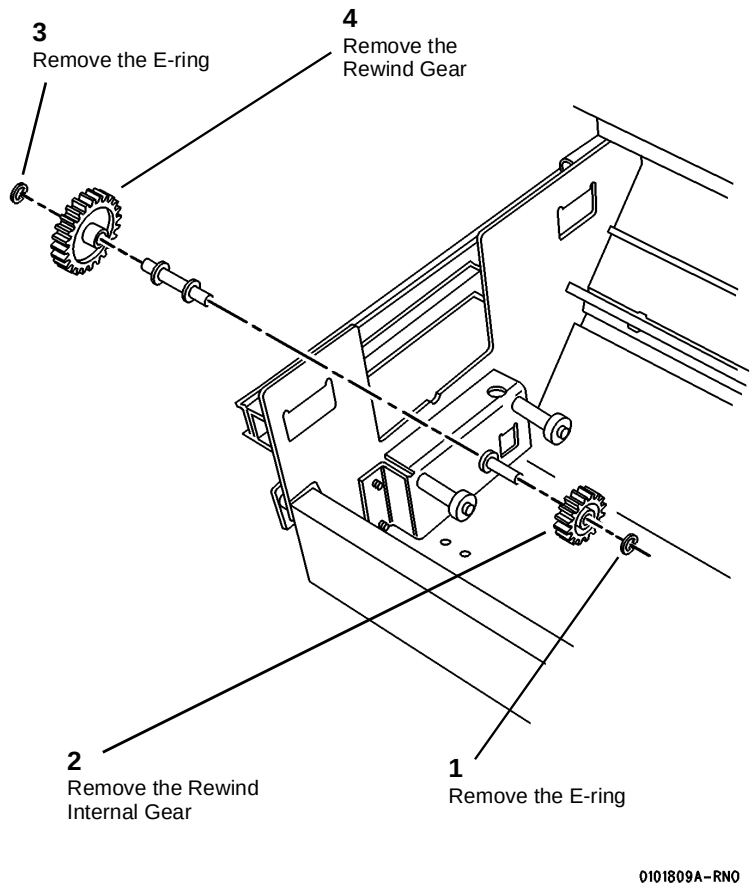

**Figure 1 Removing the Rewind Gears**
3. (Figure 1): Remove the Rewind Gear and the Rewind Internal Gear.